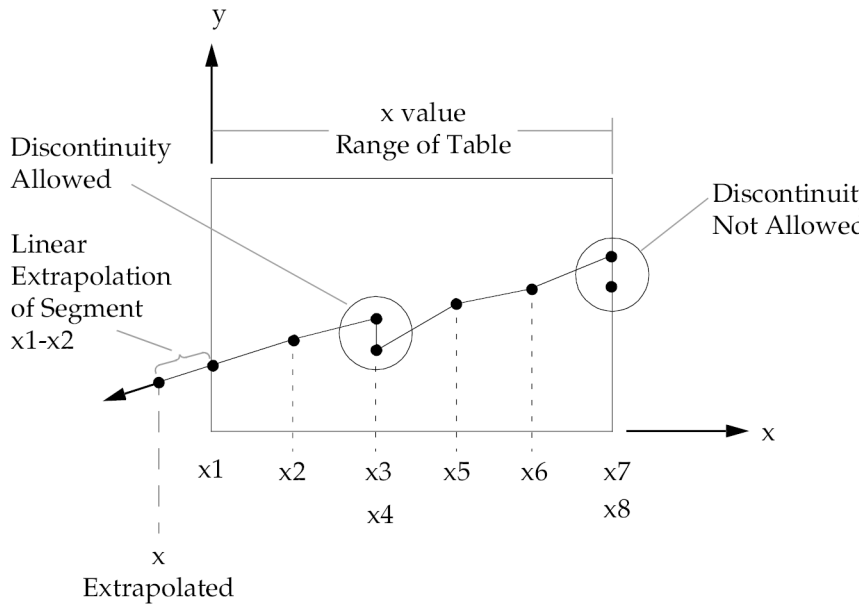

Figure 18-4. Example of Table Extrapolation and Discontinuity
2. Discontinuities may be specified between any two points except the two starting points or two end points. For example, in Figure 18-4 discontinuities are allowed only between points x2 and x7. Also if y is evaluated at a discontinuity, then the average value of y is used. In Figure 18-4, the value of y at x =x3 is y=(y3+y4) / 2.
The table lookup is performed using linear interpolation within the table and, when EXTRAP = 0, linear extrapolation outside the table using the two starting or end points. See Figure 18-4. No warning messages are issued if table data is input incorrectly.